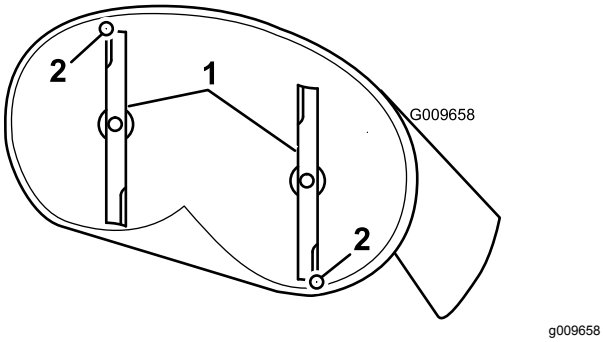
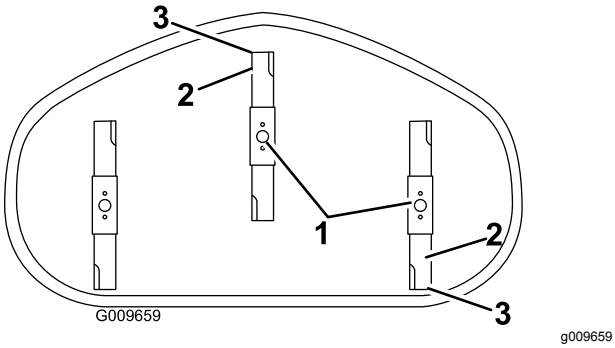

Figur 60
Figur 61
4. Drej forsigtigt knivene, så de vender på langs (Figur 60 og Figur 61).
5. Mål fra spidsen af den forreste skærekniv til den plane overflade og spidsen af den bageste skærekniv til den plane overflade (Figur 60 og Figur 61).
9. Efter justering skal du kontrollere den langsgående hældning igen og fortsætte med at justere møtrikken, indtil den forreste knivspids er 1,6 til 7,9 mm lavere end den bageste knivspids (Figur 60 og Figur 61).